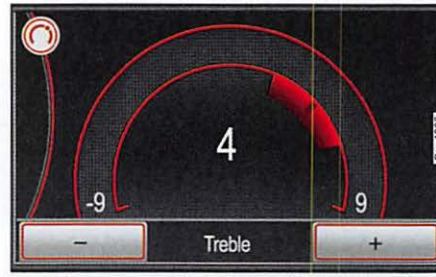

Fig. 84 Settings menu for tone pitch.
- Press the [Treble], [Mid-range] or [Bass] function button in order to open a settings menu for the adjustment of the "pitch" ⇒fig. 84.